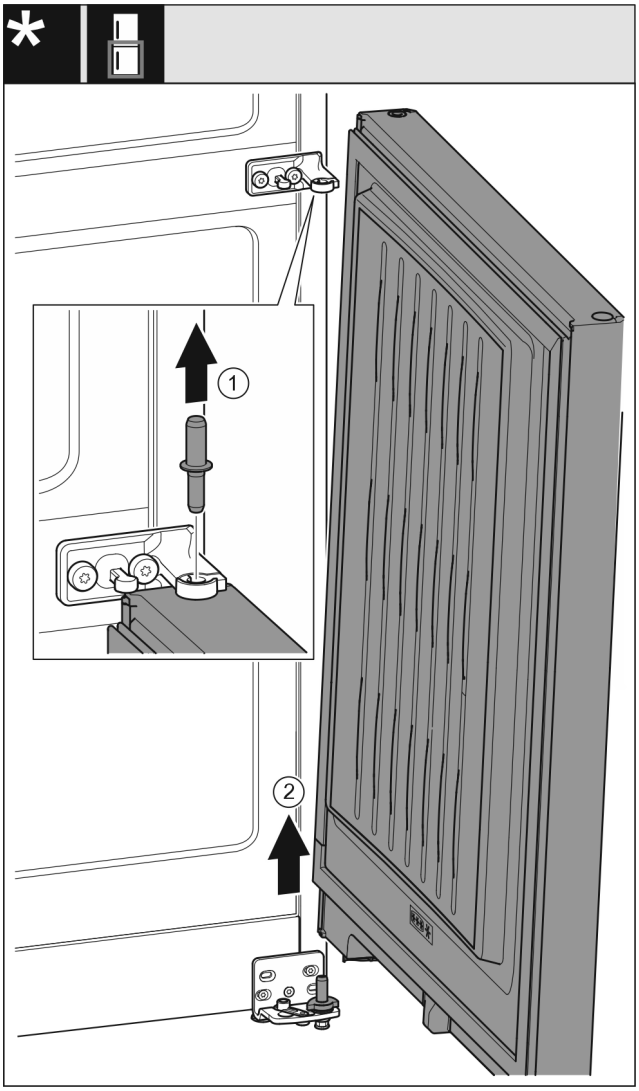

Fig. 10 Sans amortisseur de fermeture
- ▶ Retirer l'axe *Fig. 10 (1)* par le haut.
- ▶ Faire pivoter la porte *Fig. 10 (2)* vers l'extérieur, la retirer par le haut et la mettre de côté.